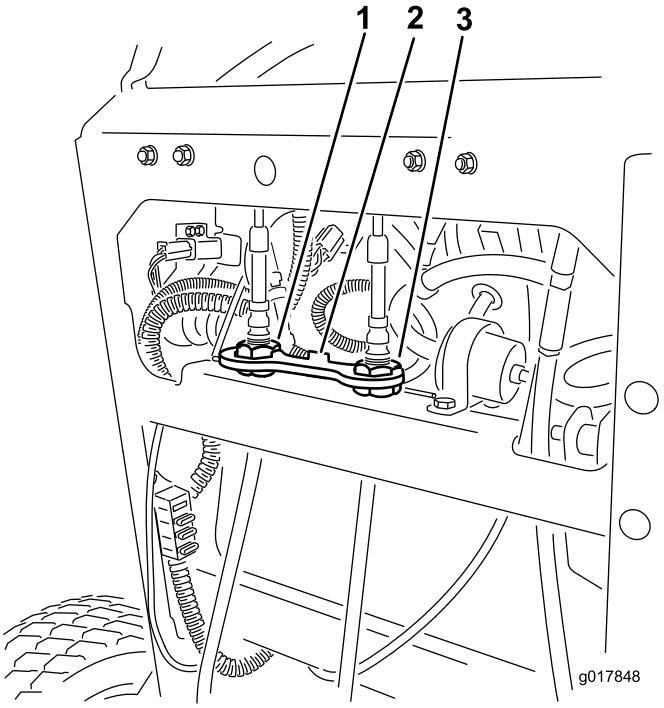

**Figuur 56**
4. Draai de rechterkabelafstelling zo, dat de rechterrijhendel in het midden van de sleuf voor de neutraalstand in het bedieningspaneel staat (Figuur 56).